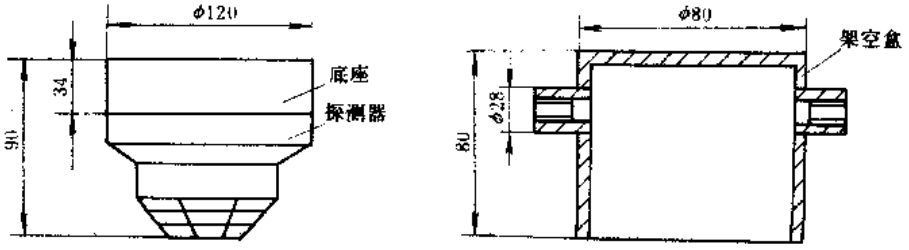

图 12-71　JTQB-QB-2700/083 型探测器外形及安装尺寸
4. 外形及安装尺寸：JTQB-QB-2700/083 型探测器外形及安装尺寸见图 12-71。